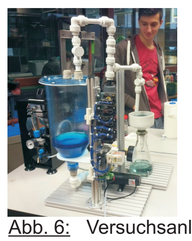

Abb. 6: Versuchsanlage mit Aktivkohlefilter
a) Dies kann im einfachsten Fall visuell erfolgen. In früheren Untersuchungen mit Versuchsanlagen (mit Prozess- und Regelungsfunktionalität) (Abb. 6) werden zu definierten Zeiten Proben entnommen und über Aktivkohle „gefiltert“. Die Methylenblaugehalte werden visuell im Sinne von „mehr oder weniger blau“ erfasst.